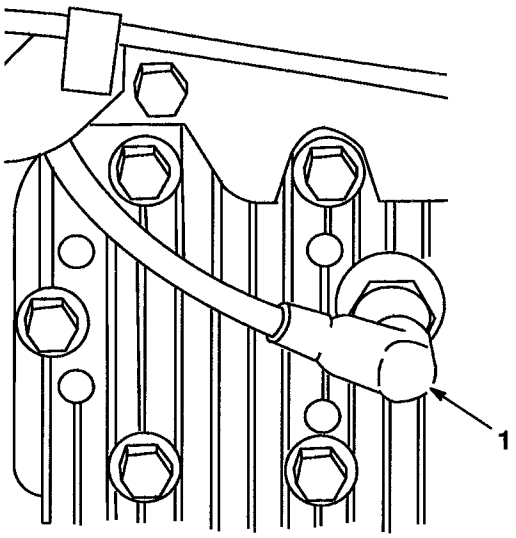

Figure 6
1. Pull wire off spark plug (Fig. 6).
5. Connect spark plug wire (if disconnected) (Fig. 6).